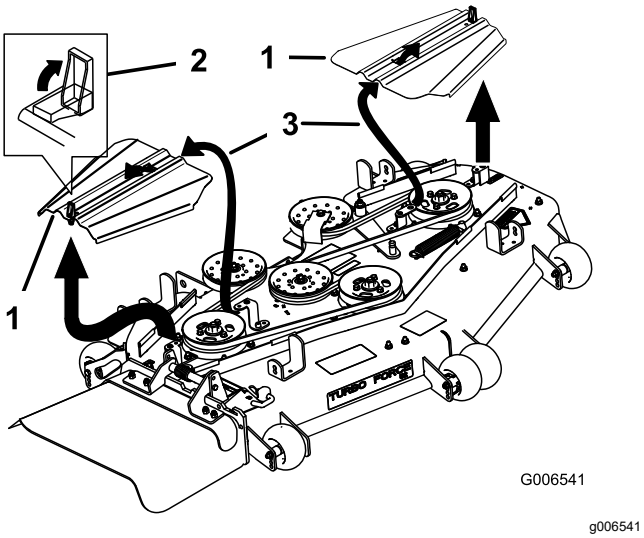

Figur 82
5. Ta bort remkåporna (Figur 82).